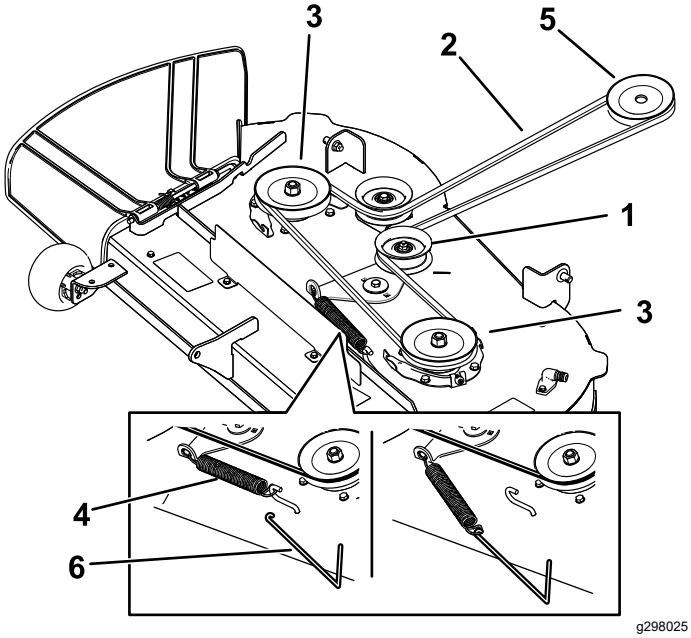
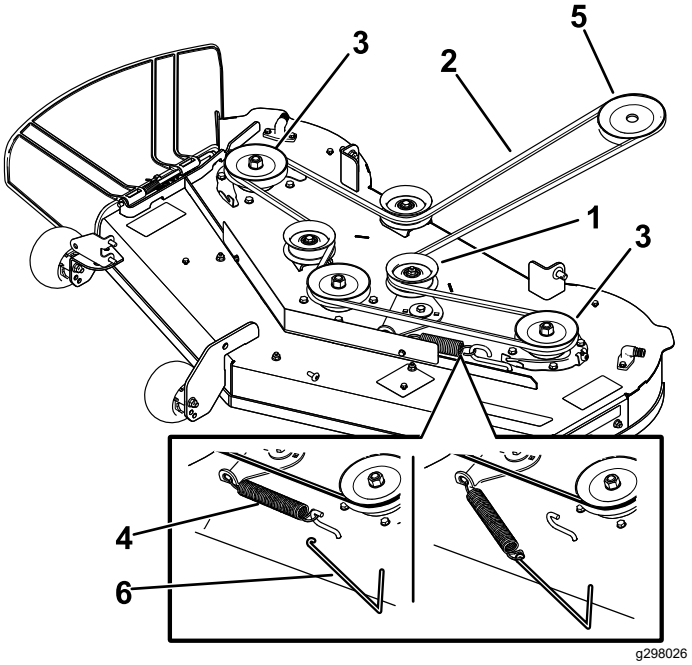

Figuur 54
Figuur 55
6. Verwijder de spanpoelieveer van de maaidekhaak met een veerverwijderaar (Toro onderdeelnummer 92-5771) om de spanning op de spanpoelie te verwijderen en rol de riem van de poelies (Figuur 54 en Figuur 55).
7. Leg de nieuwe riem rond de motorpoelie en de poelies van het maaidek (Figuur 54 of Figuur 55).
8. Gebruik een veerverwijderaar (Toro onderdeelnummer 92-5771) en plaats de spanpoelieveer terug op de maaidekhaak om spanning op de spanpoelie en riem te zetten (Figuur 54 of Figuur 55).